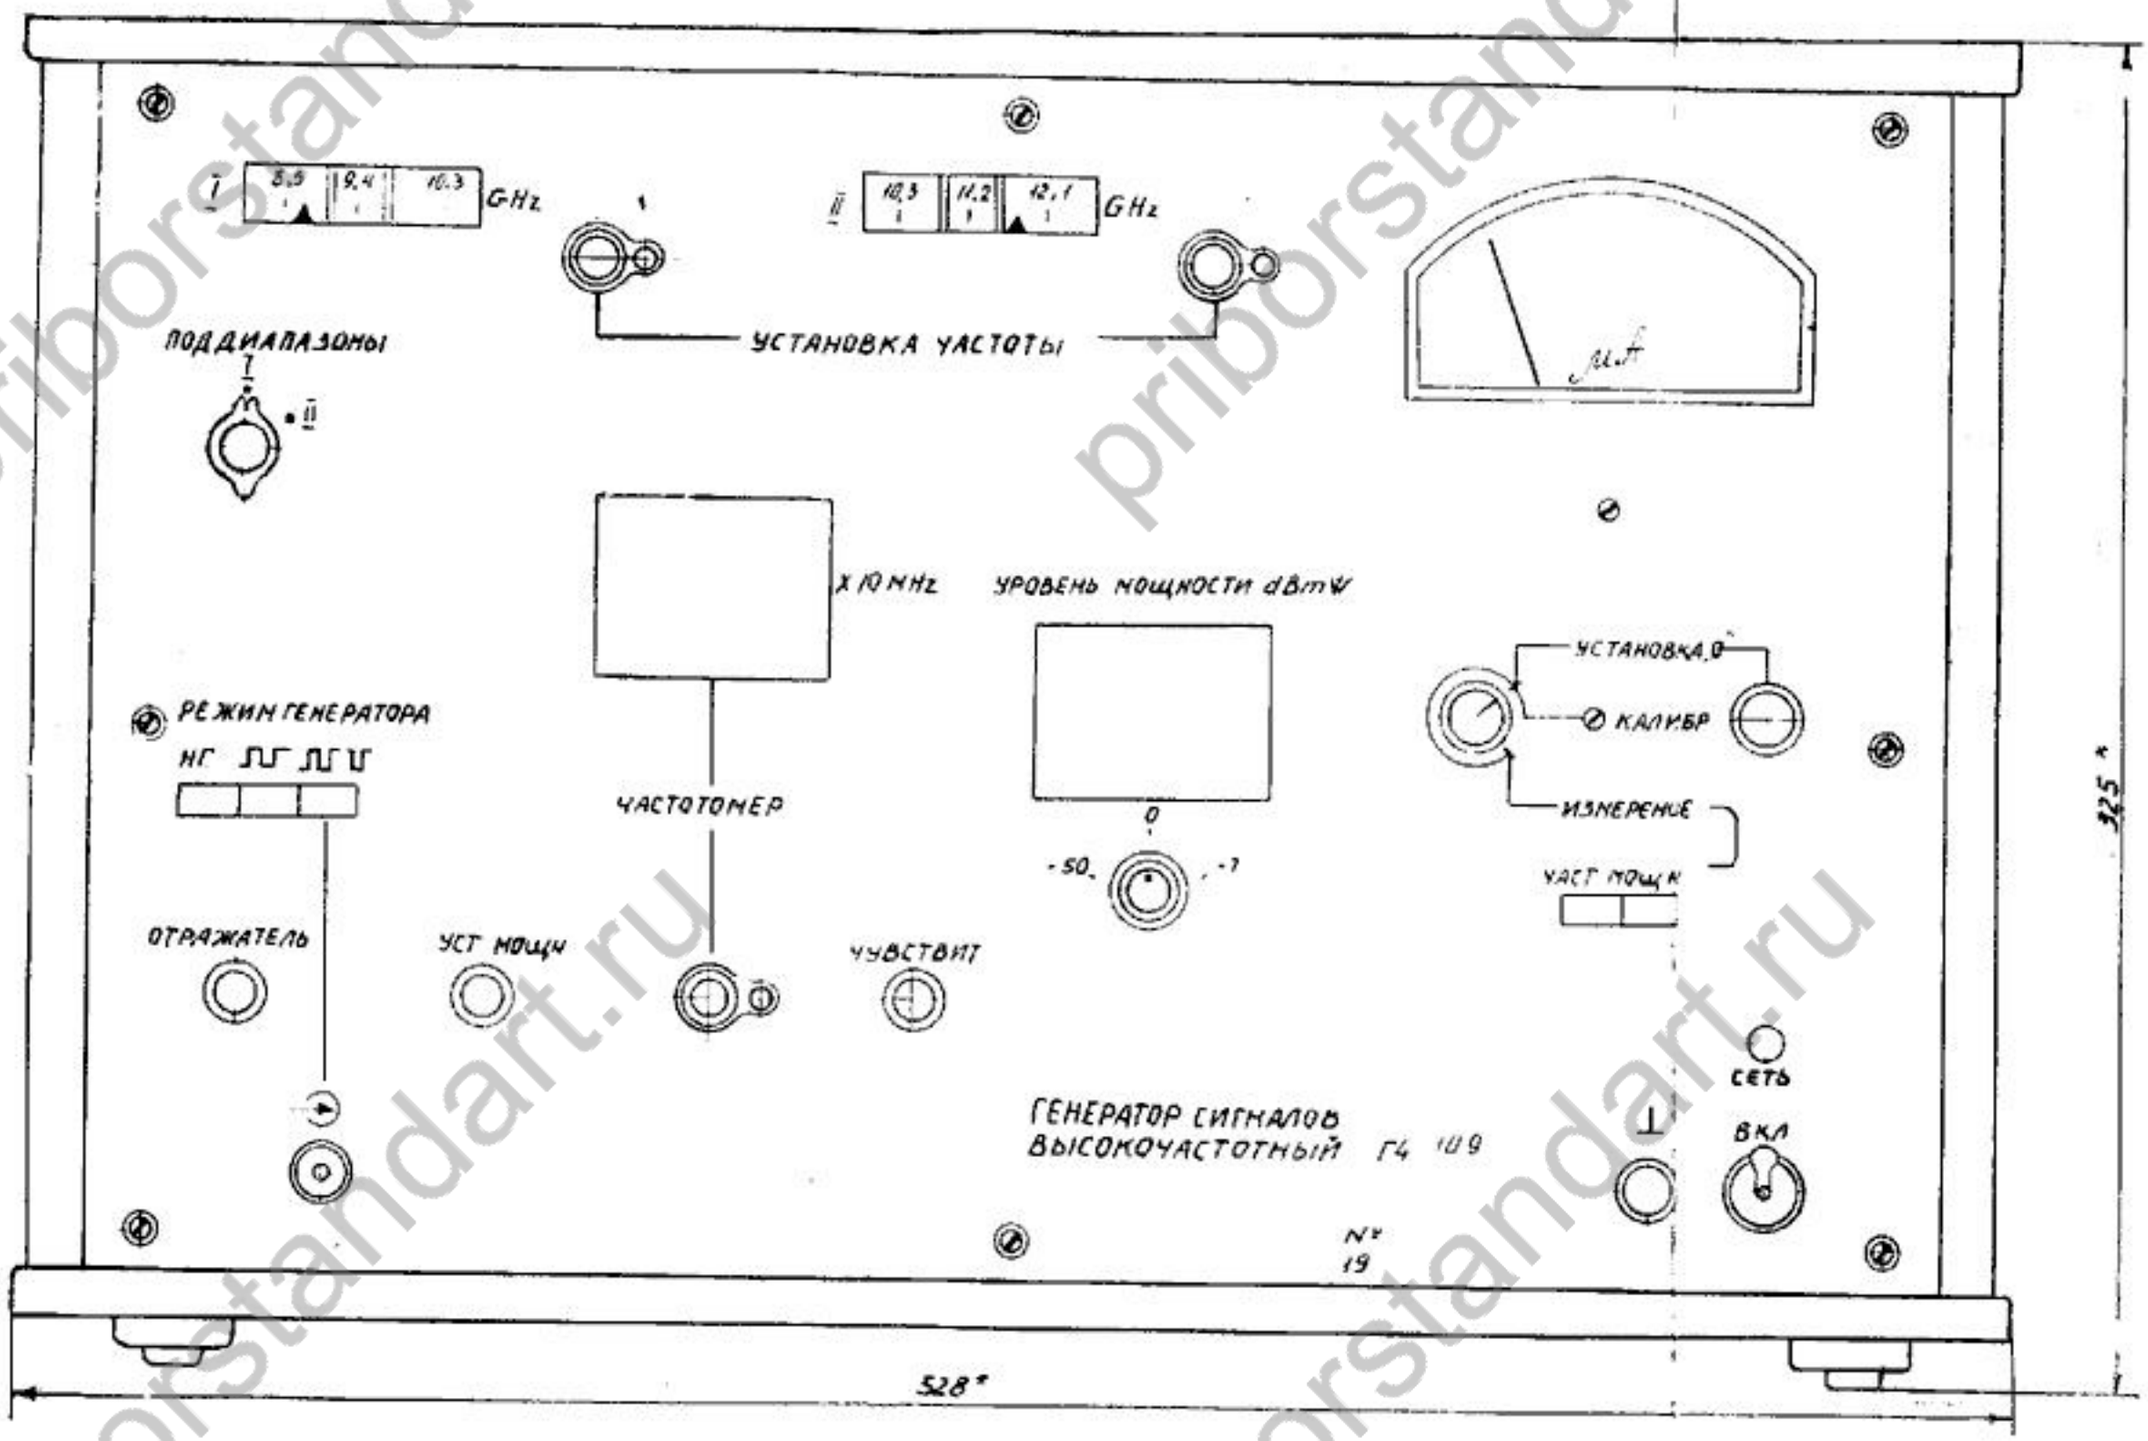

Рис. 18. Распоряжение органов управления на лицевой панели генератора
8.1.1. На лицевой панели (рис. 18) расположены следующие органы управления: